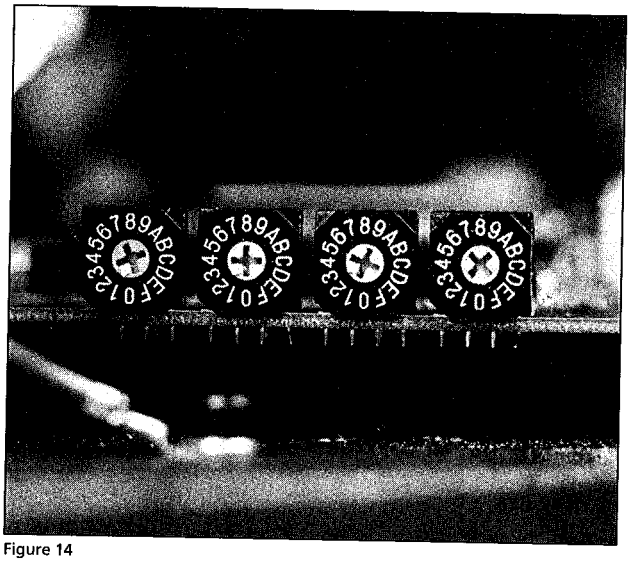

Figure 14
b. Turn the screwdriver until the white mark on the code dial points toward the desired number/letter. The code in Figure 14 is set at 1234.